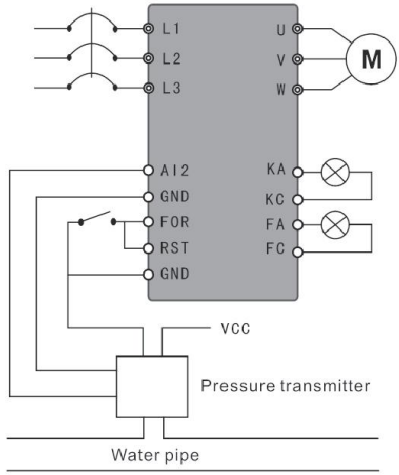

Abbildung F-5 Konstantdruck-Wasserversorgung – Drucktransmitter
(1) Verwenden Sie einen Druckmessumformer mit einem Messbereich von 0–10 kg und einer Rückkopplung von 4–20 mA; stellen Sie bei Bedarf eine Wasserdruckversorgung von 5 kg sicher; alarmieren Sie, wenn der obere Grenzwert von 6 kg überschritten oder der untere Grenzwert von 4 kg unterschritten wird, und stoppen Sie den Start des externen Anschlusses. Siehe Abbildung F-5 .